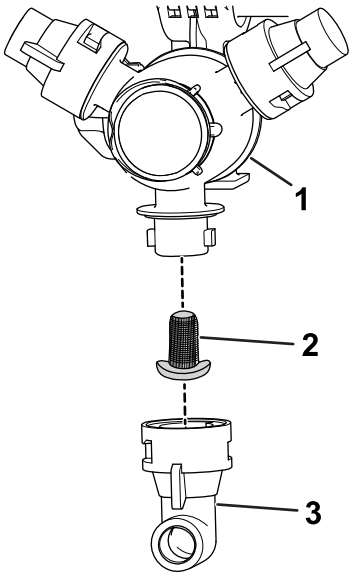

Figura 115
2. Retire o bico da cabeça de pulverização (Figura 115).
3. Retire o filtro do bico antigo (Figura 115).
4. Instale o novo filtro do bico (Figura 115).
5. Instale o bico na cabeça de pulverização (Figura 115).